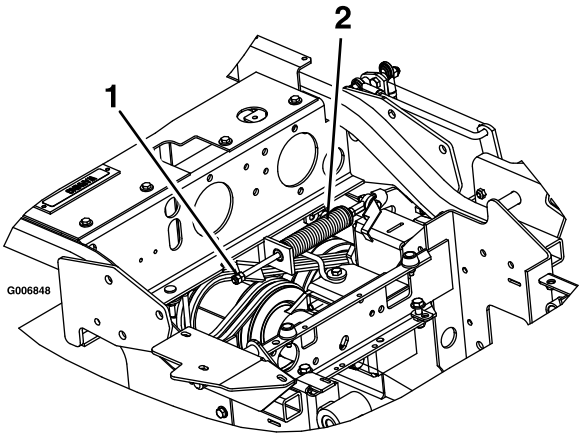

Figuur 65
3. Zoek de remveer en draai de twee contramoeren naar het uiteinde van de remveerstang (Figuur 65).